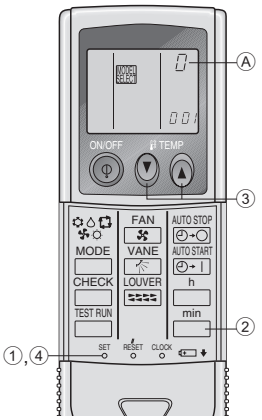

Fig. 6-8
2) Attribution d'une télécommande sans fil infrarouge à chaque appareil (Fig. 6-8)